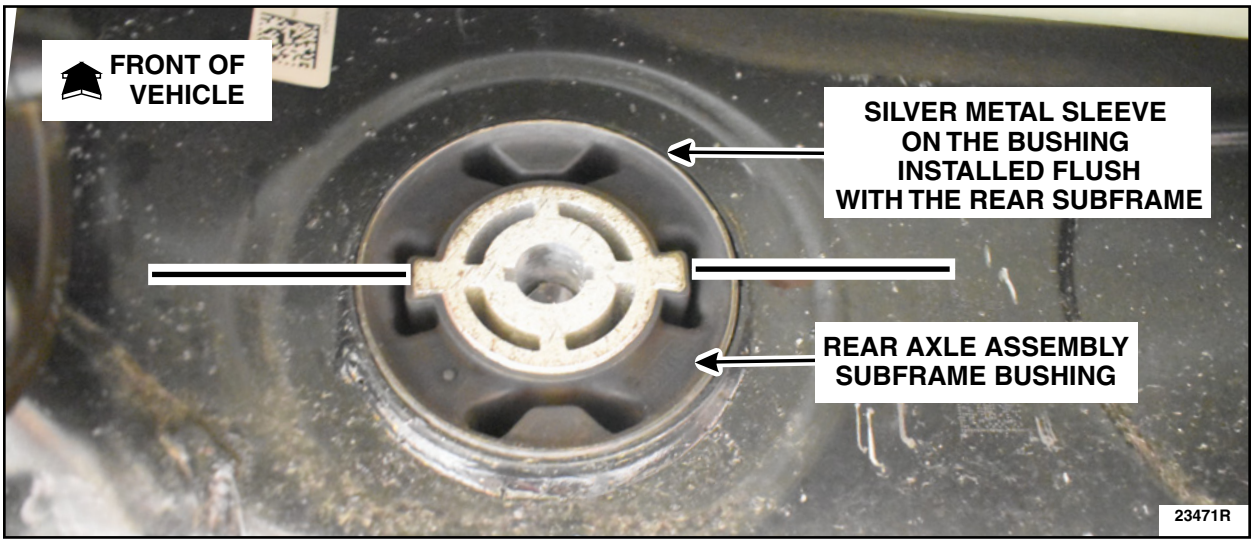

FIGURE 17
NOTE: Make sure the tabs on the *new* rear axle assembly subframe bushing are horizontal with the subframe. See Figure 17.
25. Using the ESST tools listed below, install the *new* rear axle assembly subframe bushing. See Figures 17 and 18.